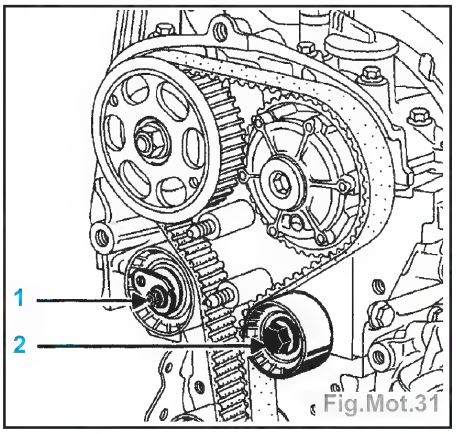

Fig.Mot.31
- Détendre la courroie de distribution en dévissant l'écrou (1) du galet tendeur (Fig.Mot.31).